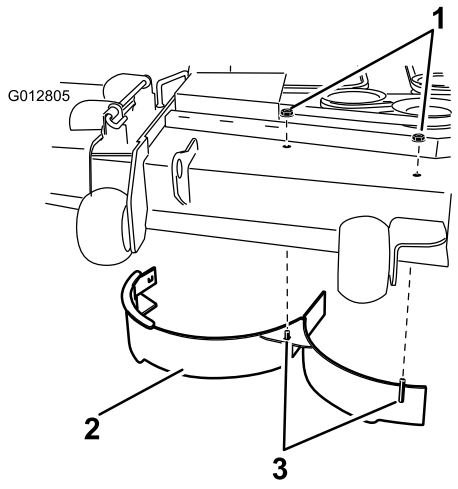

Figuur 2
8. Plaats de rechterplaat aan het maaidek zoals getoond in Figuur 2. Gebruik twee borgmoeren (5/16 inch) om het midden en rechts van het midden te bevestigen aan de gelaste stangen van de rechterplaat aan de bovenzijde van het maaidek. Draai de bevestigingen met de hand vast.